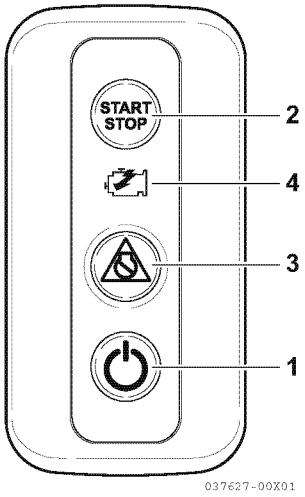

Figur 1
4. Trykk på strømbryteren på bryterpanelet på den valgte stasjonen (1, **Figur 1**).
10. Trykk på motorens START/STOPP-bryter (2, **Figur 1**) og slå på starteren.